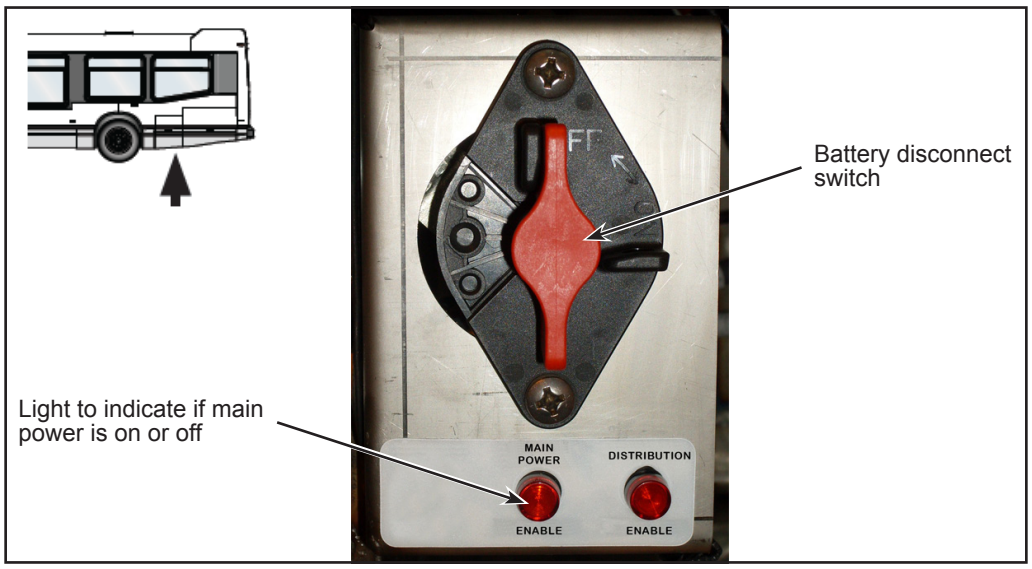

Figure 2 - Typical Battery Disconnect Switch
1.5. Set the battery disconnect switch in the battery compartment to the OFF position (see Figure 2).